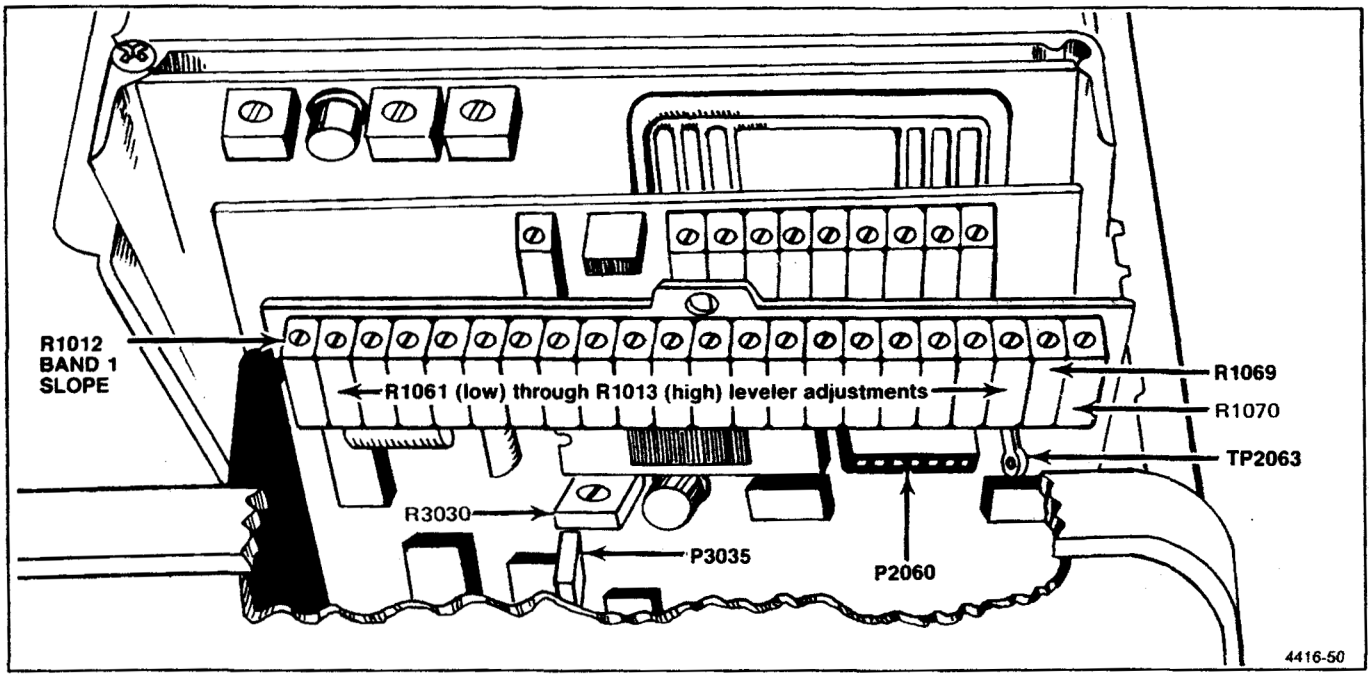

Figure 6-30. Baseline leveling adjument and test point locations.
h. Adjust R1012 (Band 1 Slope) on the Video Processor board (Figure 6-30) to set the top of the signal to the level noted in part e.